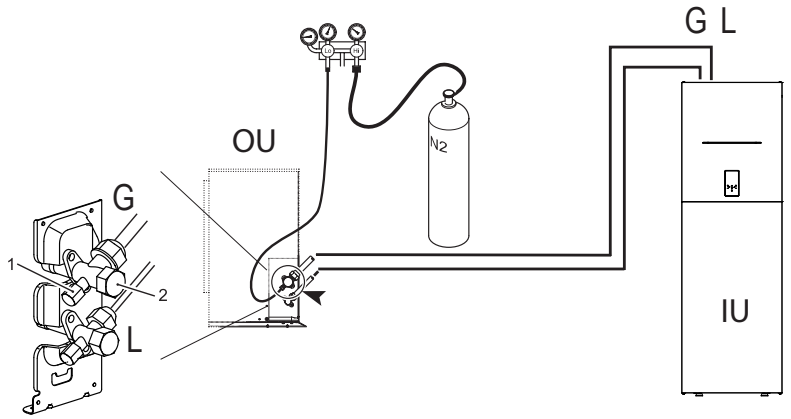

fig. 13 - Teste de estanqueidade ao ar e detecção de fugas
- Com as torneiras da unidade externa completamente fechadas, remova a tampa da torneira de serviço (det. 1 - fig. 13) e a conexão (det. 2 - fig. 13) da válvula de gás (a maior)